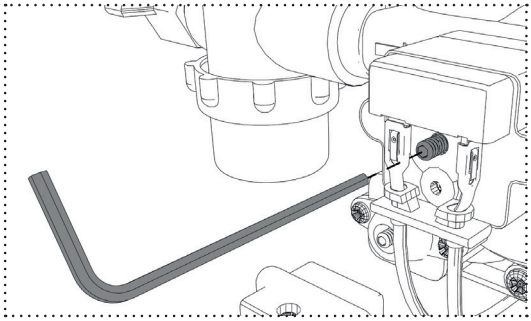

Fig. 13: Ajustar el presostato
1. Extraiga completamente el tornillo girándolo en sentido antihorario (fig. 13).